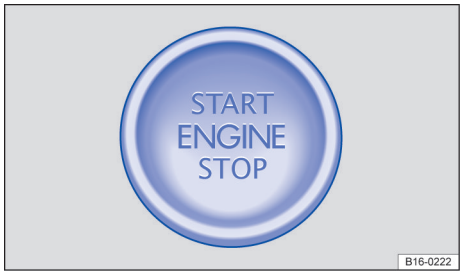

图 81 中控台下部：用于起动发动机的起动/停机按钮
– **带起动/停机按钮的车型：**按一下起动/停机按钮 →图 81。如无法关闭发动机，则应执行应急关闭功能 →第 81 页。